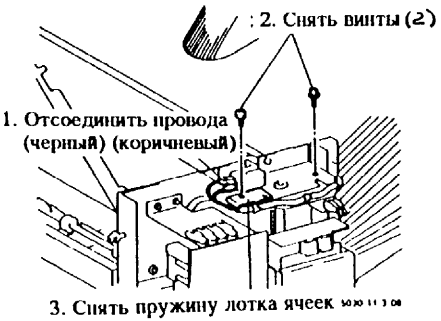

Рис. 4. Снятие пружины лотка ячеек
9. (Рис. 4): Снять пружину лотка ячеек.